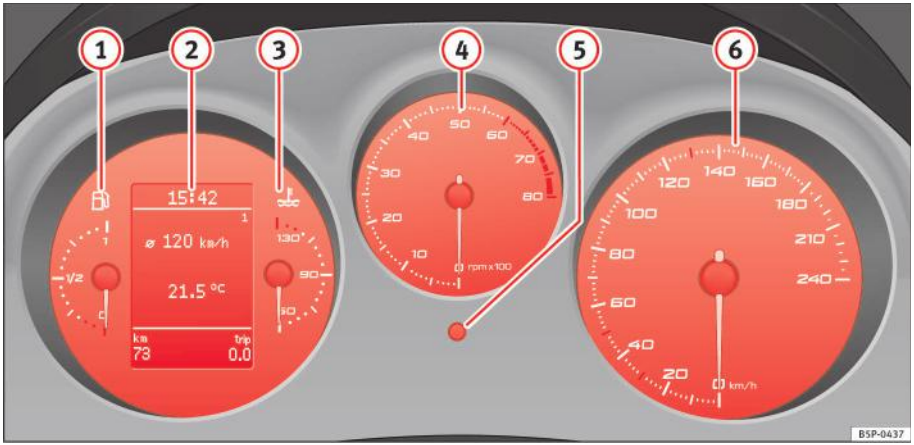

Fig. 32 Imagine detaliată a planşei de bord: panoul de instrumente
Începutul zonei roşii ⇒ pagina 59, fig. 32 (4) indică turația maximă a motorului la temperatura de funcționare. Totuşi, este recomandabil să selectați o treaptă de viteze superioară, să deplasați maneta selectorului în poziția D sau să eliberați pedala de accelerație înainte ca acul să ajungă în zona roşie.
– Pentru setarea orei, rotiți butonul de reglare ⇒ pagina 59, fig. 32 (5) în sens orar până la primul “declic”. Cifra orei va clipi. Pentru a schimba ora, apăsați butonul.
Contorul din partea dreaptă înregistrează distanța fiecărei călătorii. Ultima cifră indică trepte de 100 metri. Contorul de parcurs poate fi resetat menținând apăsat butonul de resetare ⇒ pagina 59, fig. 32 (6) timp de câteva secunde.